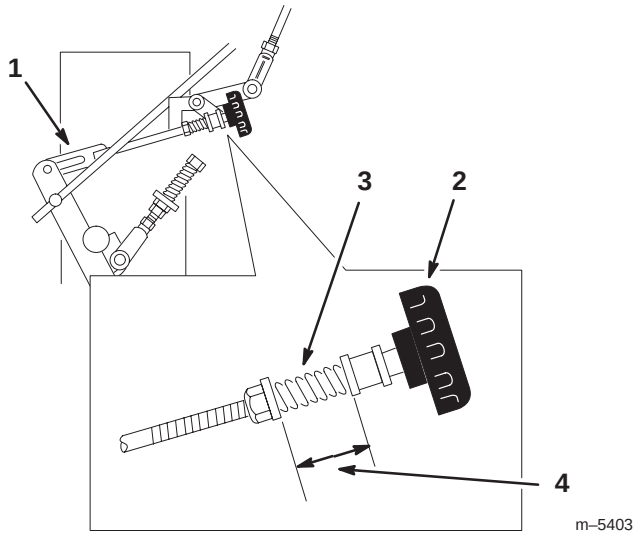

Figure 52
4. Adjust the right side linkage by turning the quick track knob counterclockwise until the tire begins to rotate forward (Fig. 52).
5. Turn the knob clockwise 1/4 of a turn at a time. Then move the speed control forward and back to neutral. Repeat this until right wheel stops rotating forward (Fig. 52).
6. The spring that keeps tension on the knob should normally not need adjustment. However if an adjustment is needed, adjust the length of spring to 1 in. (26 mm) between the washers (Fig. 52).
7. Adjust spring length by turning nut at front of spring (Fig. 52).